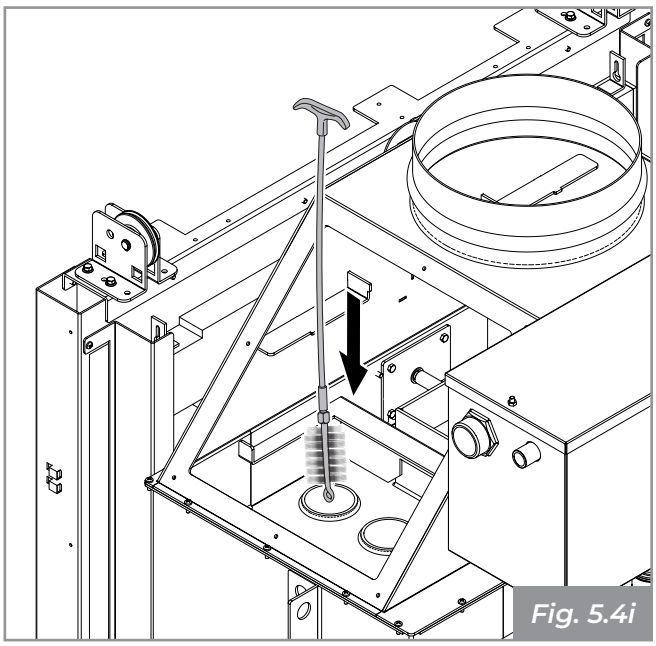

Fig. 5.4i
- Limpie los tubos de intercambio con el escobillón suministrado **(Fig. 5.4i)**.